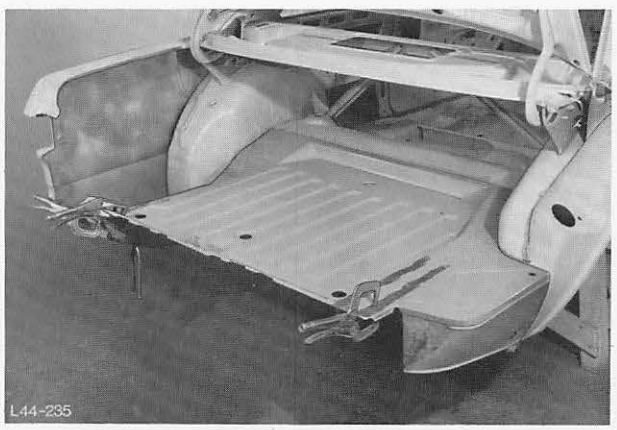

Abb. 250 Bodenblech anpassen und mit Spannzangen befestigen
7. Bodenblech anpassen und mit Spannzangen befestigen, Abb. 250.